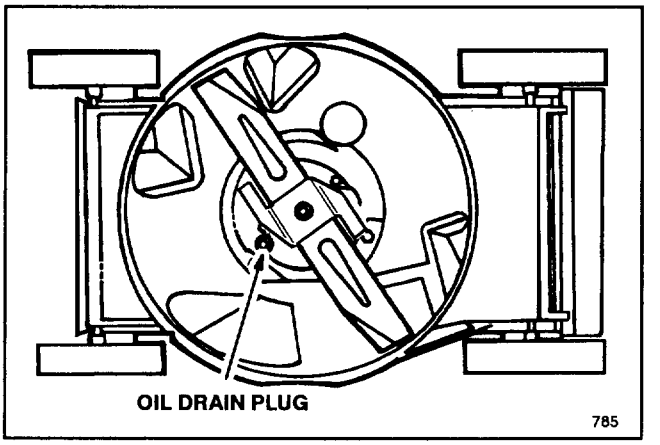

Figure 14
3. Tip mower on its right side (Fig. 14). Place a drain pan under mower.
4. Remove drain plug (Fig.14) from underside of mower using a $3/8$" female square drive.